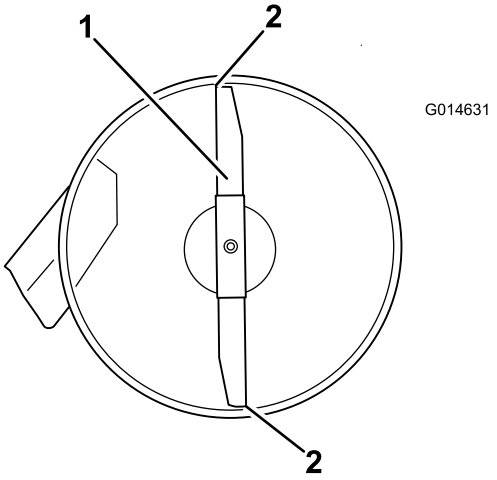
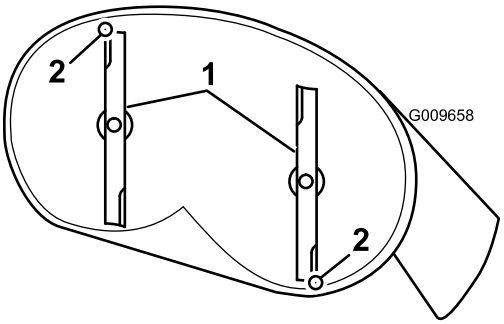

**Figur 60**
**Figur 61**
4. Roter knivene forsiktig slik at de står på langs (Figur 60 og Figur 61).
5. Mål fra tuppen på den fremre kniven til den flate overflaten, og tuppen på den bakre kniven til den flate overflaten (Figur 60).
9. Etter justering, må du kontrollere hellingsvinkelen på langs. Fortsett å justere mutteren til den fremre knivtuppen er 1,6 til 7,9 mm lavere enn bakre knivtupp (Figur 60).